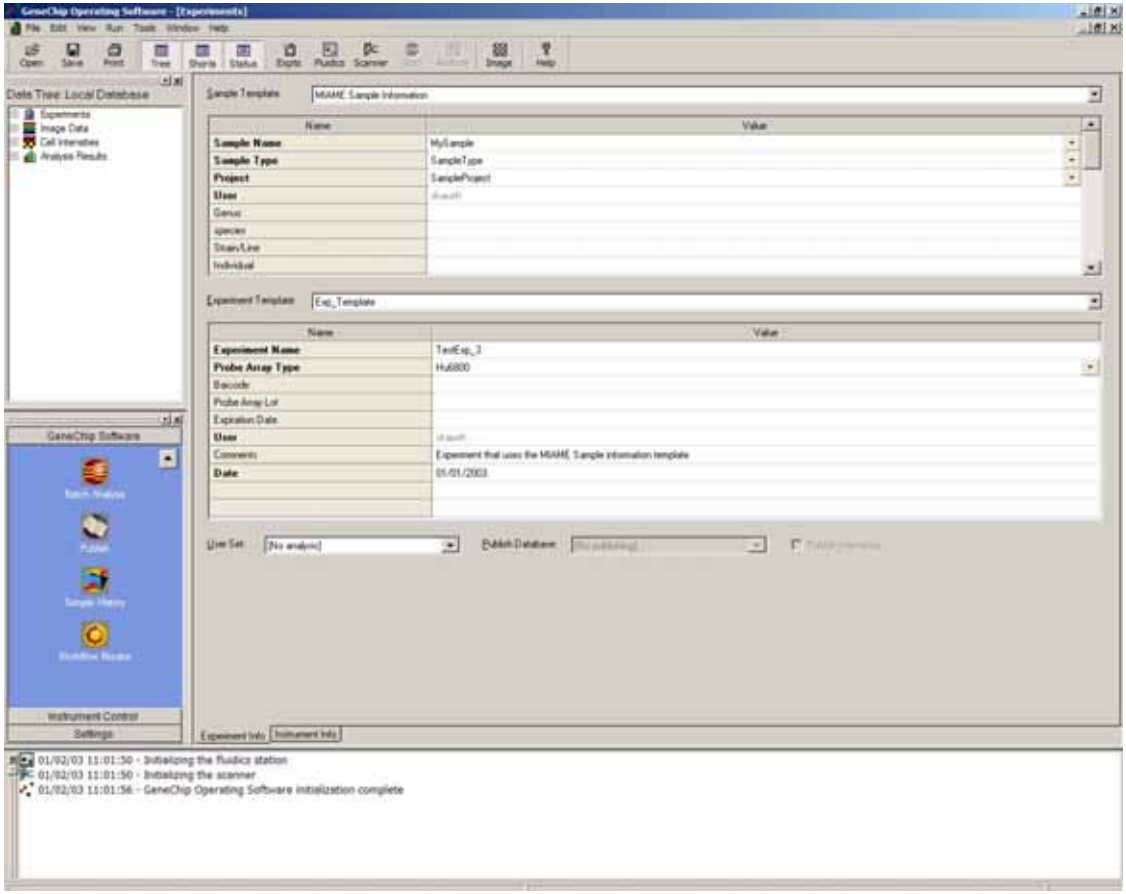

Figure A.25
74. Enter the following information for Experiment 3 **(Figure A.25)**: